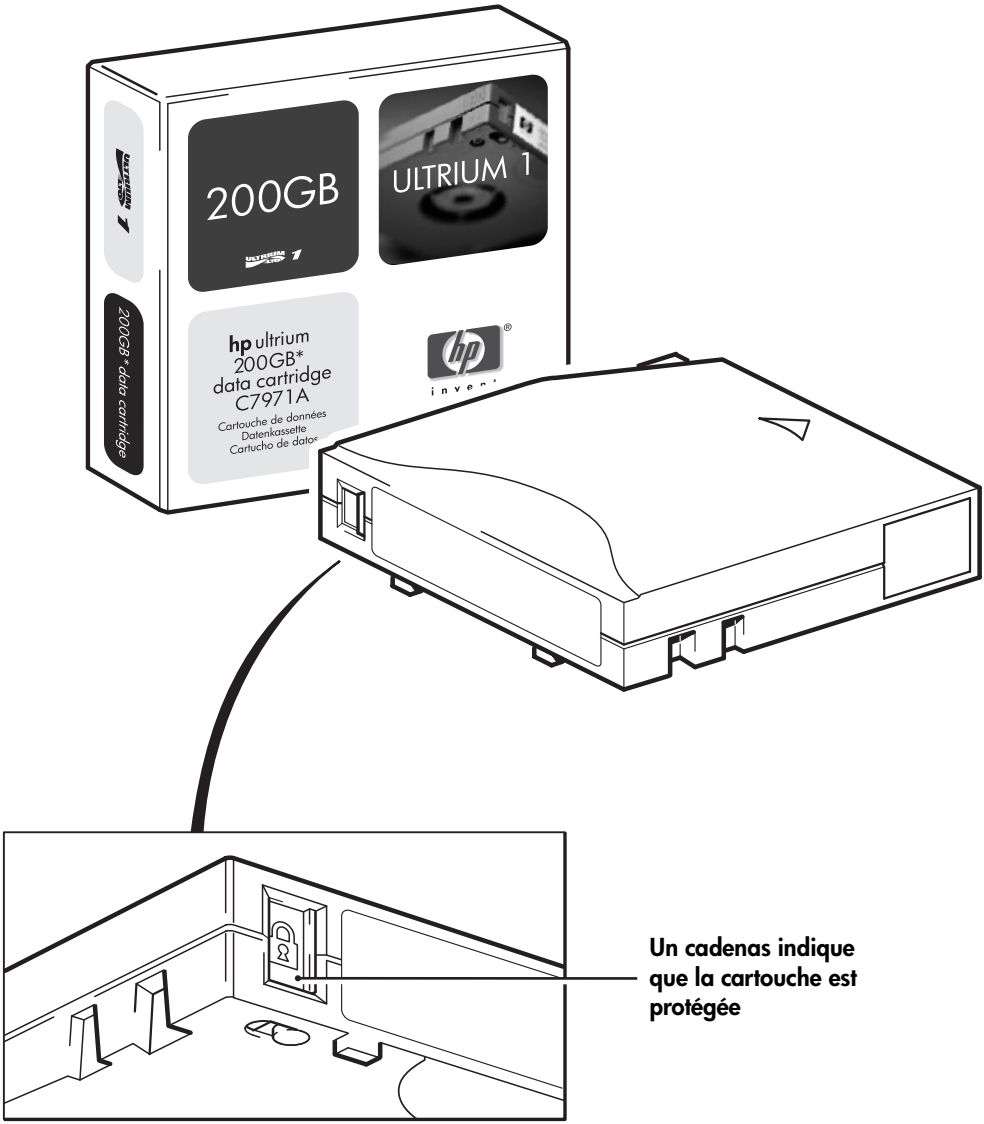

Figure 11 : Protection des cartouches en écriture
- Pour pouvoir écrire sur une cartouche, faites glisser la languette vers l'arrière de sorte que l'ouverture soit découverte avant de la charger dans le lecteur. L'emplacement de la languette de protection est indiqué Figure 11.